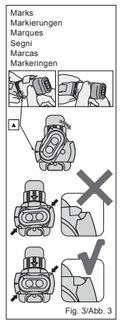

Fig. 3/Abb. 3
2. Paste Pak Cartridge Loading (Fig. 3)
2. Einsetzen der Paste Pak Kartusche (Abb. 3)